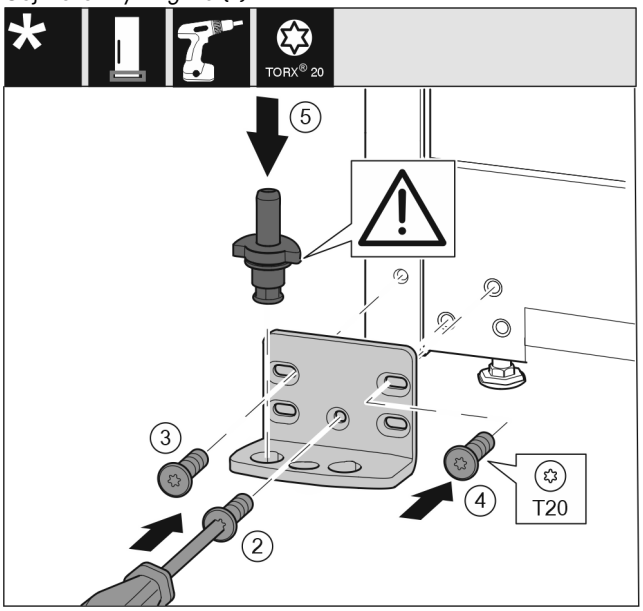

Fig. 17
- ▶ Nasaďte stojan ložiska na druhé straně a přišroubujte pomocí šroubováku. Začněte šroubem *Fig. 17 (2)* dole uprostřed.
- ▶ Utáhněte šroub *Fig. 17 (3)* a šroub *Fig. 17 (4)*.
- ▶ Zcela vložte ložiskový čep *Fig. 17 (5)*. Přitom dávejte pozor, aby zajišťovací vačka směřovala dozadu.